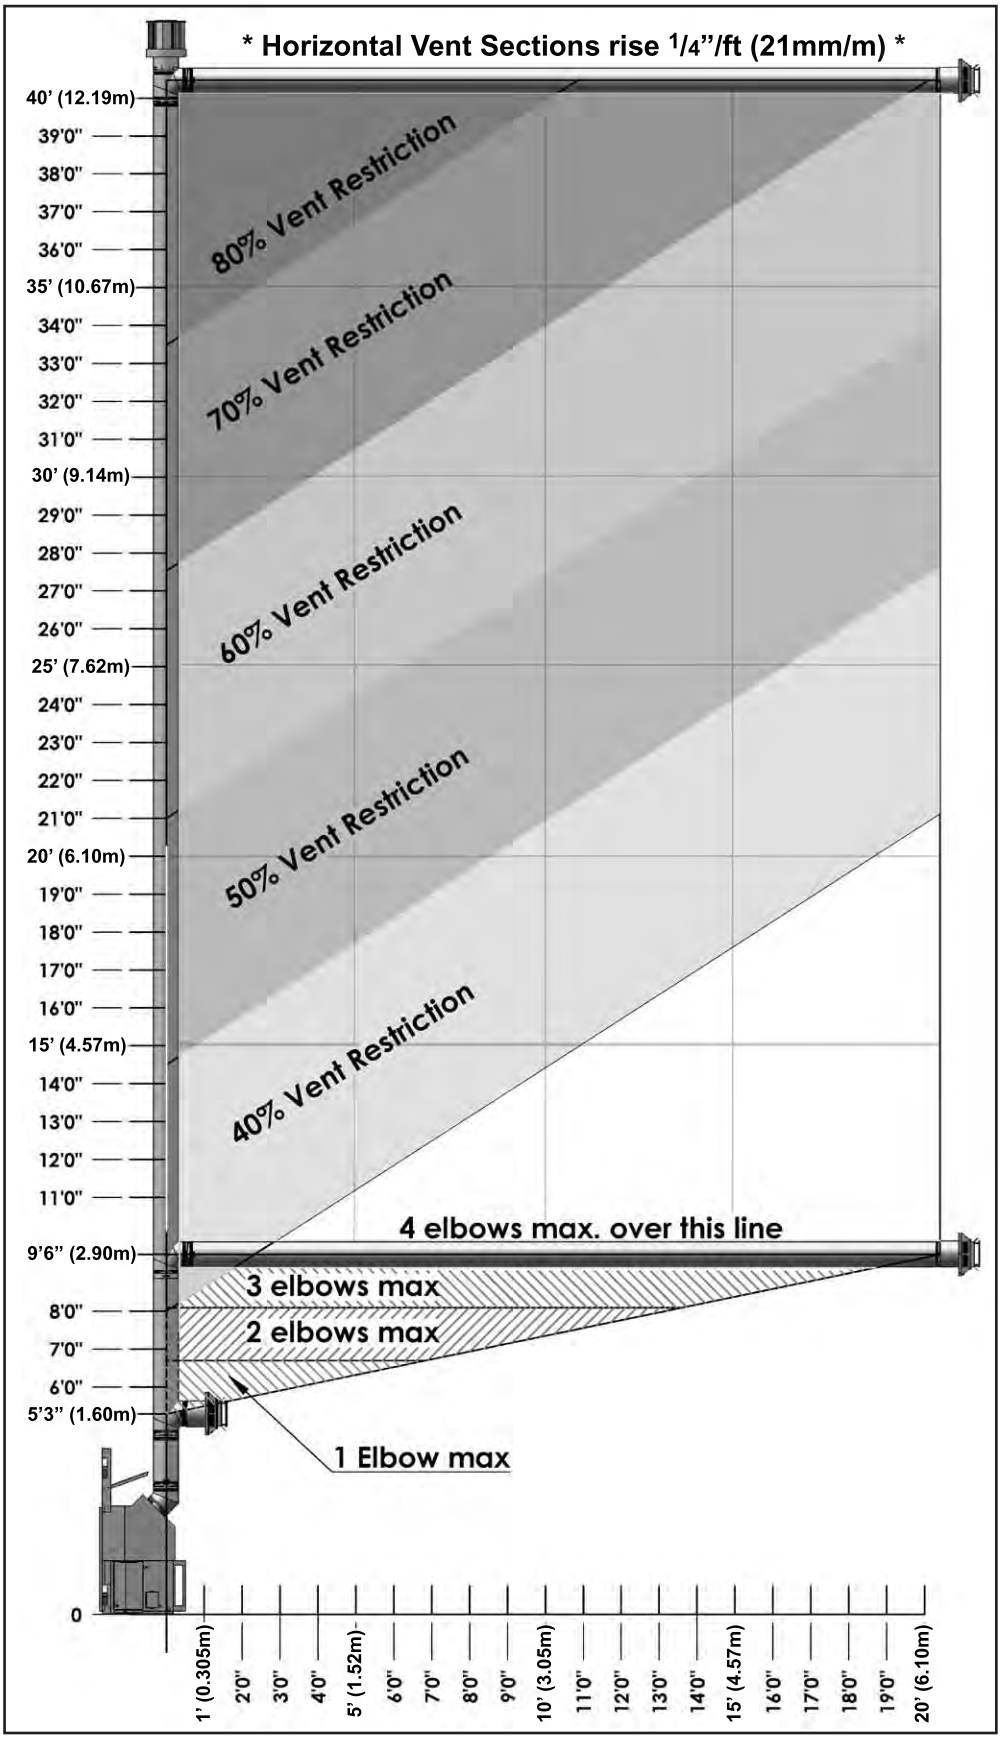

Figure 23. Allowable Vent Configurations Chart.
The vent chart, in Figure 23, illustrates the vent configurations that have been tested and approved for use with this appliance. 45° elbows are acceptable for this installation and may be used instead of 90° elbows. You may use two (2) 45° elbows for every 90° elbow shown in this chart.
The restrictor settings shown in Figure 23, are recommended. Installation factors such as altitude, prevailing weather conditions such as temperature or wind, or the number of elbows used may affect your final restrictor settings. To little restriction may cause pilot outages or reduced efficiencies. Too much restriction may lead to elevated operating temperatures, poor flame appearances, sooting or carbon deposits building on burner effects or window glass.
4) Refer to the Vent Chart (Figure 23) for selection of the appropriate Restrictor.